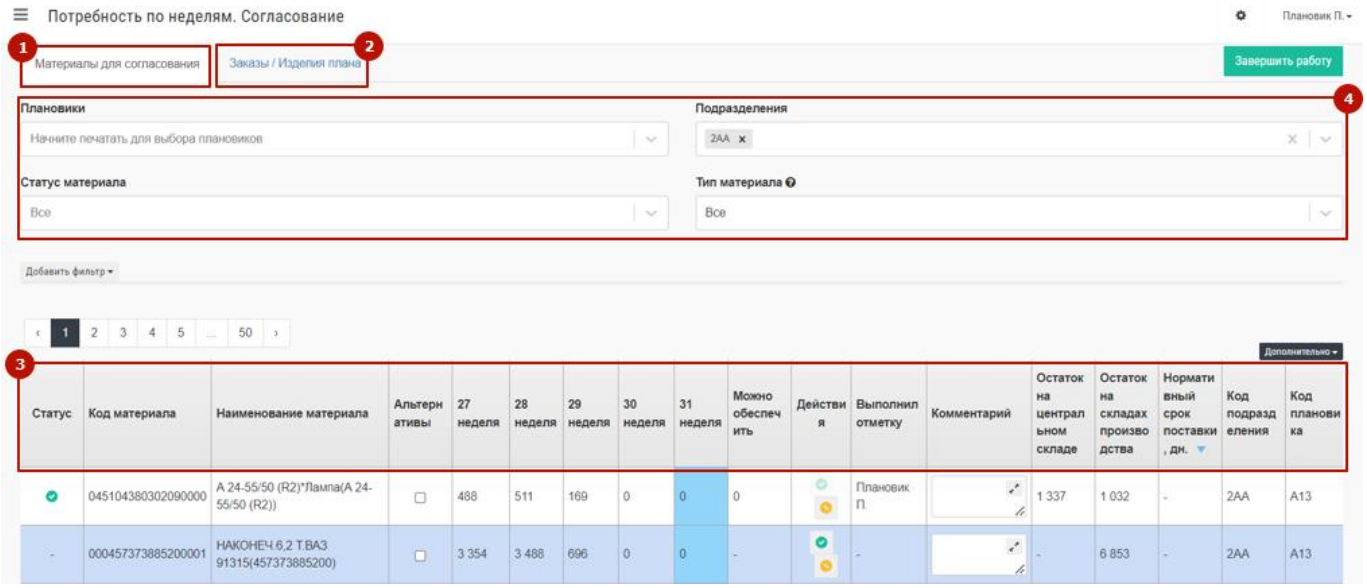

Рис. 92 – Вкладка «Материалы для согласования»
Пример экрана этого раздела приведен на Рис. 92. Он состоит из двух вкладок:
- «Материалы для согласования» (1 на Рис. 92);
- «Заказы/Изделия плана» (2 на Рис. 92).
Таблица на вкладке «Материалы для согласования» содержит следующие данные (3 на Рис. 92):
На вкладке «Материалы для согласования» доступны стандартные сортировки (4 на Рис. 92):